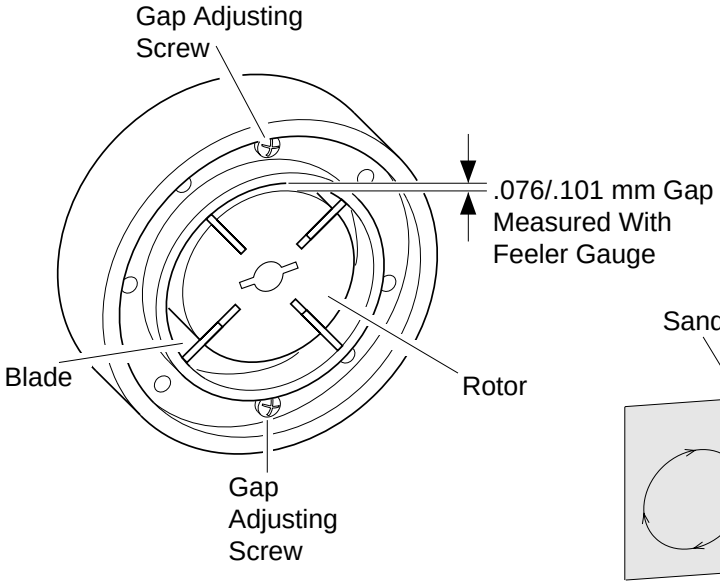

***Figure 33 - Gap Adjusting Screw Locations***
9. Check gap on rotor. Adjust to .076/.101 mm if needed (see Figure 33).